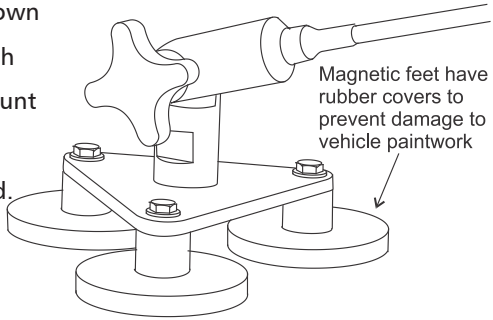

Figure 4 NVIS Kit Gutter Mount Bracket (optional) P/N 2019-01-12.
5. Attach the roof mount end of the whip to an appropriate location (see figure 1 as a guide). It could be attached to the optional NVIS kit magnetic mounting base (see figure 3), optional NVIS kit gutter mount bracket (see figure 4) or to a custom fabricated bracket (with 13mm hole). If the magnetic mounting base is used the roof mount end must be locked into one of three angle positions by locating the pin on the surface of one side of the fitting into the hole on the surface of the other side of the fitting (see figure 2). Once the correct angle is achieved tighten the knob firmly by hand.